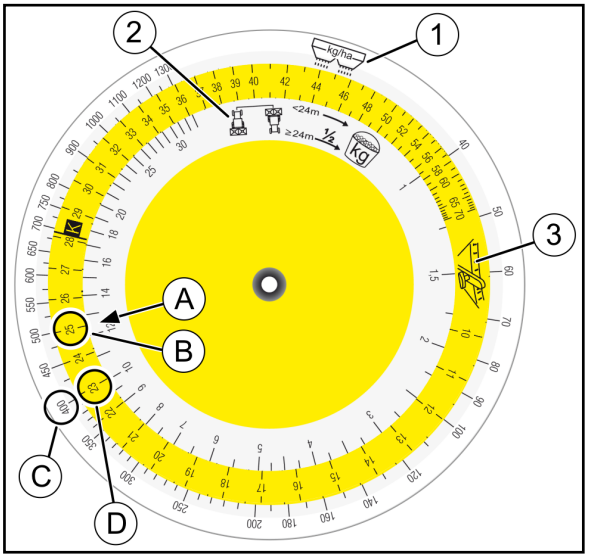

Fig. 60
Auf Skala (Fig. 60/2) für aufgefangene Menge [kg] Zahlenwert **17,5** (A) aufsuchen und mit Position **K** der farbigen Skala (Fig. 60/3) übereinanderstellen.
8. Gewünschte Streumenge (400 kg/ha) (B) auf der Skala für die Streumenge (Fig. 60/1) aufsuchen und erforderliche Schieberstellung (Position) **23** (C) ablesen.